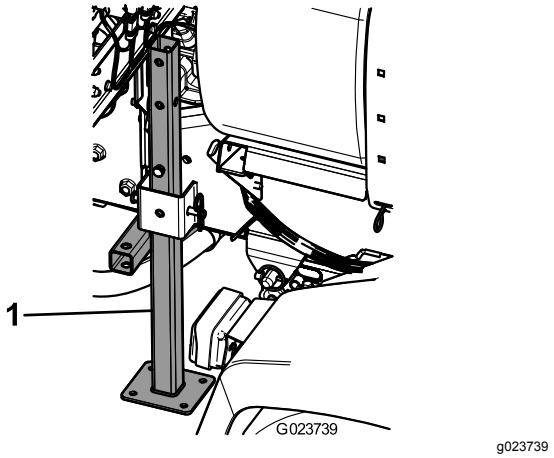

Figur 41
3. Før den bageste donkraft fra bunden op i stellet i nærheden af de bageste bindepunkter (Figur 41).